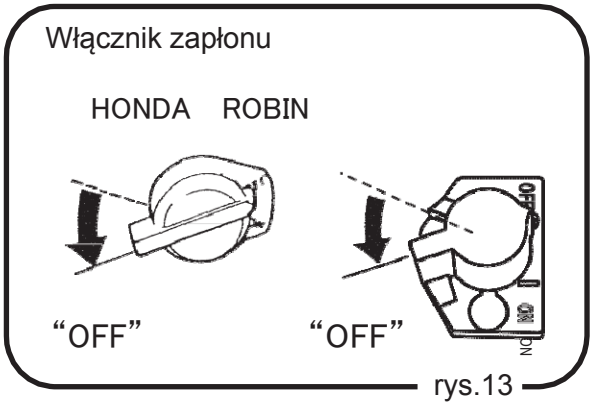

rys.13
- Przestaw włącznik zapłonu do pozycji OFF, silnik zatrzyma się. (rys. 13)